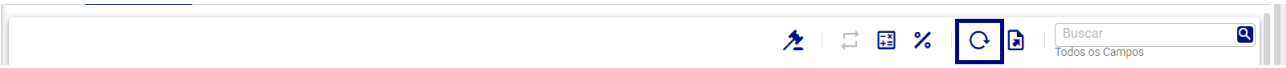

Figura 363: Atualizar
- **Atualizar (Figura 363):** Recarrega os dados exibidos na tela.